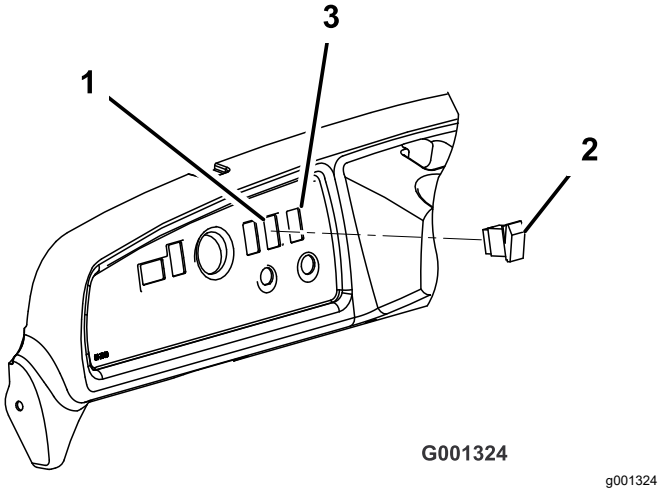

Figur 7
2. Ta bort pluggen från instrumentbrädan, till höger om styrkolonnen och ovanför tändningslåset (Figur 7).
5. Tryck på flaklyftomkopplarens uppåtpaddel om du vill förlänga manövreringsorganet (Figur 7).
6. Rikta in uppåtpaddeln i läget klockan 12 och för in flaklyftomkopplaren i instrumentsbrädans öppning (Figur 7).